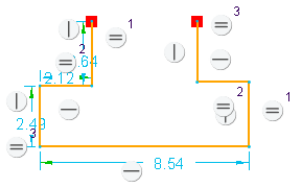

Figure 3-45 *Lines in the sketch with the dimensions turned off for clarity*
3. Draw the lines with constraints, as shown in Figure 3-45.